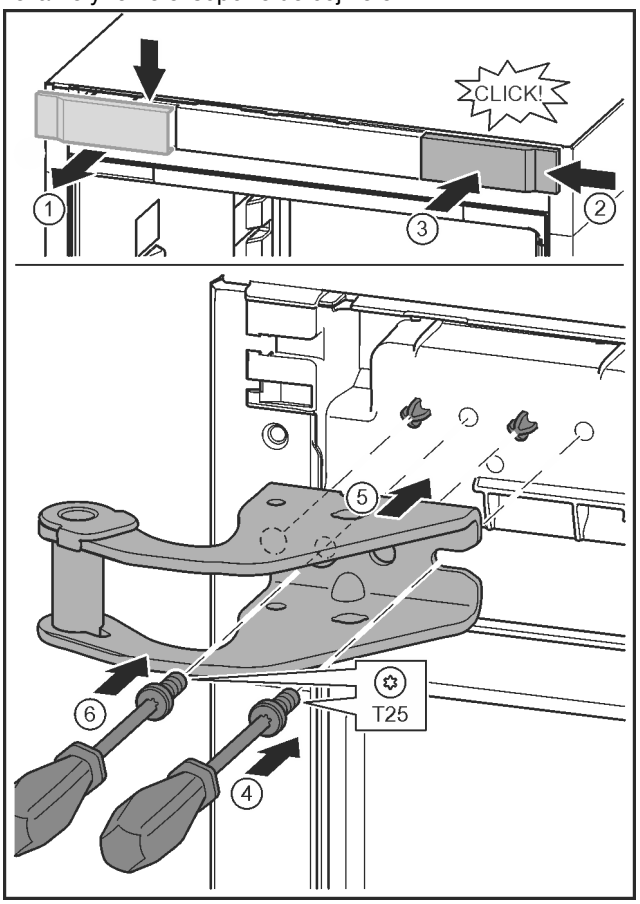

Fig. 15
▶ Suelte y retire lateralmente la cubierta. *Fig. 15 (1)*
▶ Enganche por la derecha la cubierta girada 180° en el otro lado. *Fig. 15 (2)*
▶ Encaje la cubierta. *Fig. 15 (3)*
▶ Coloque el tornillo con el destornillador T25. *Fig. 15 (4)*
▶ Coloque el soporte de cojinete superior. *Fig. 15 (5)*
▶ Apriete el tornillo. *Fig. 15 (4)*
▶ Coloque y apriete el tornillo con el destornillador T25. *Fig. 15 (6)*